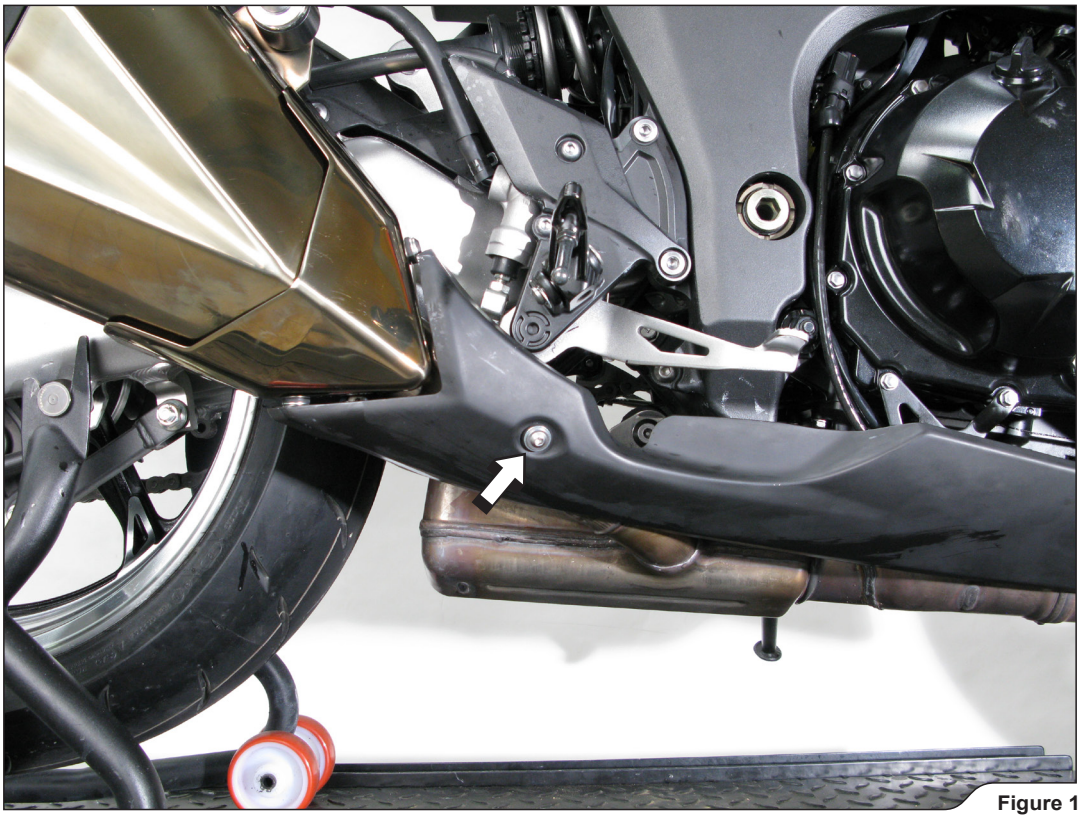

Figure 1
2. Unscrew the marked bolt and remove the right side muffler heatshield **(Figure 1).**